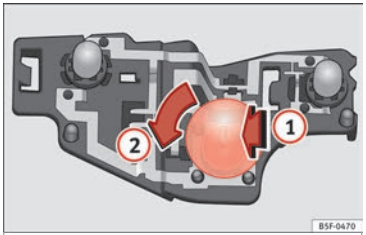

Fig. 120 Ubicación de las lámparas de incandescencia en el portalámparas.
– Presione la lámpara defectuosa ligeramente hacia el portalámparas ››› **fig. 120** (1), gírela a continuación hacia la izquierda (2) y extráigala.